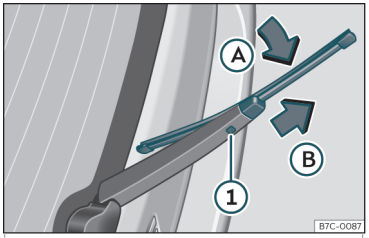

Fig. 39 Înlocuirea lamei ștergătorului lunetei
• Rotiți puțin lama››› **fig. 39** (săgeata Ⓐ). »
• Mențineți apăsat butonul de deblocare (1) în timp ce trageți ușor de lamă în sensul săgeții (B).
• Introduceți o lamă nouă de **lungime și tip identice** în brațul ștergătorului lunetei, în sens opus săgeții (B) și fixați-o la loc cu butonul (1).